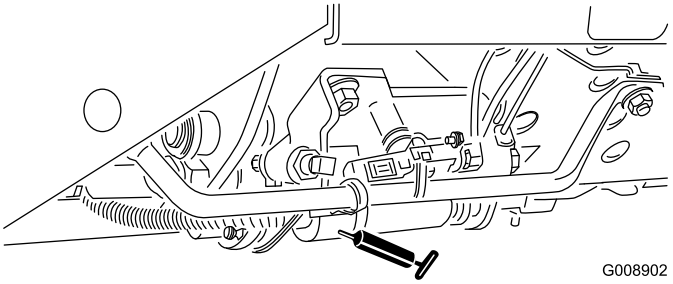

Figur 39
- Klippe/transportskyder (Figur 39)